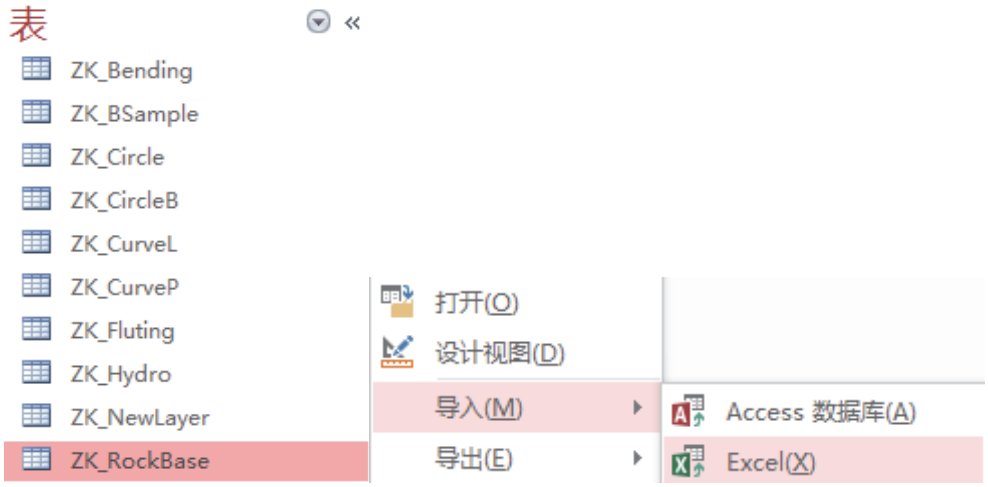

图 A-3
1. 在 Access 软件界面左侧的数据表列表中，点击选择“ZK_RockBase”，再右键单击，在快捷菜单里选择“导入”→“Excel”（见图 A-3）；